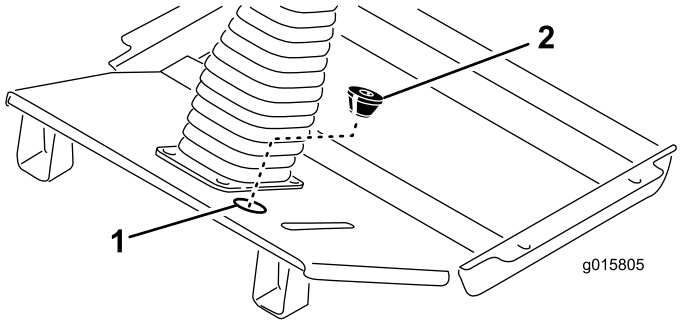

Figura 13
- Haga un corte en el pasacables suministrado y abra el agujero inferior. Coloque el pasacables alrededor del arnés de cables con el extremo cónico del pasacables hacia abajo, e introdúzcalo en el agujero de la plataforma (Figura 13).